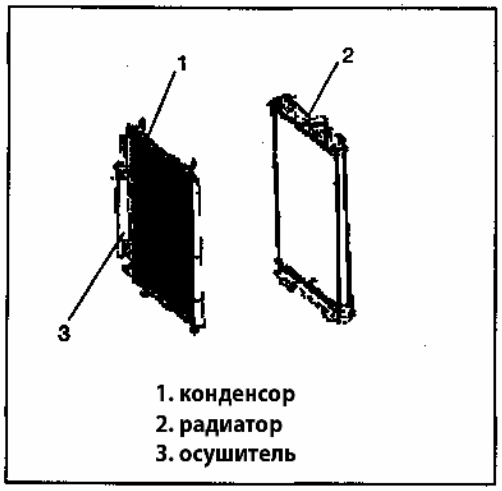

Рис. 762
- Конденсор негерметичный, заблокирован или поврежден (Рис. 762).